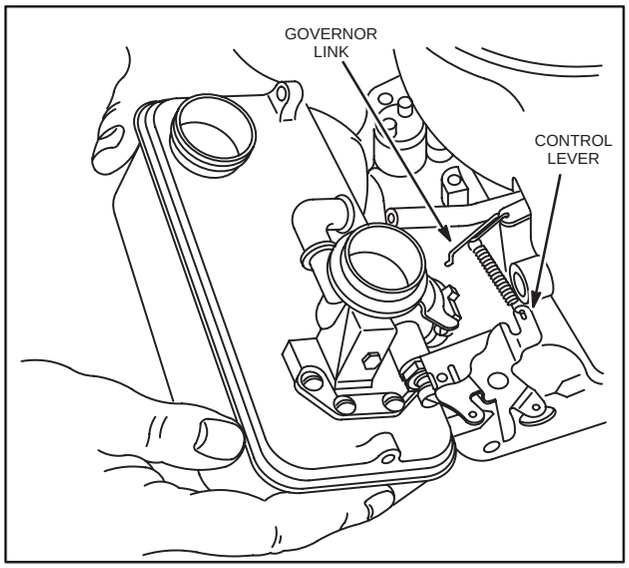

Fig. 143 – REMOVING CARBURETOR AND TANK ASSEMBLY
3. This will leave governor link and governor spring connected to governor blade and control lever, Fig. 143.